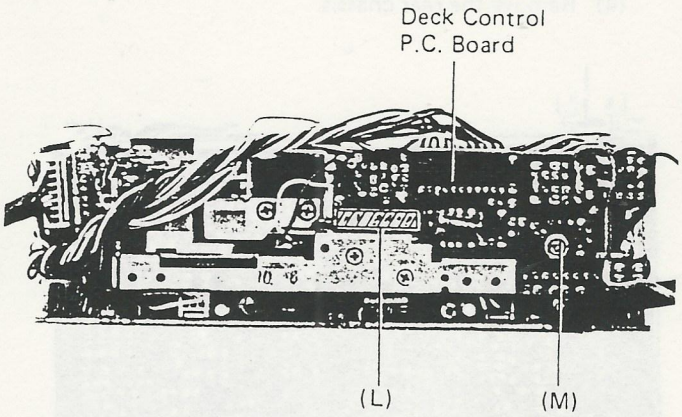

Figure 11
(1) Unsolder the part marked (L) shown in Figure 11.
(2) Unsolder the screw (M) shown in Figure 11 and then remove it.
(3) Disconnect all lead wires from the P.C. Board and remove the control P.C. Board.